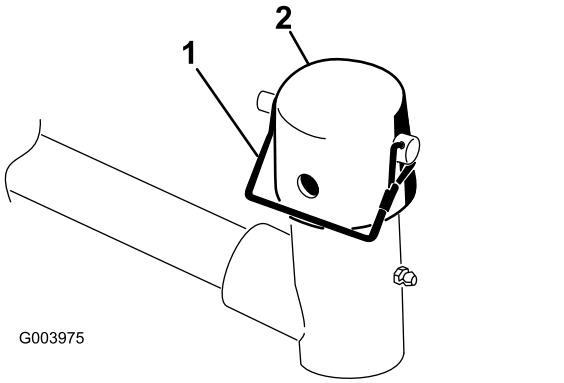

Figur 10
7. Fjern ringstiften fra løftearmens dreiegaffel. Ta deretter av påfyllingslokket (Figur 10).
11. Fest hetten og bæreramмeakselen til løftearmsgaffelen med låsestiften (Figur 10).